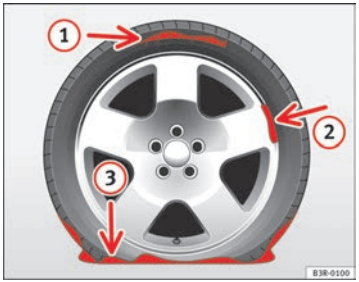

Fig. 188 The Tyre Mobility System is not suitable for repairing this type of damage to tyres.
- On cuts and punctures larger than 4 mm ⇒ page 251, fig. 188 (1)
- if the wheel rim has been damaged (2)
- if you have been driving with very low pressure or a completely flat tyre (3)